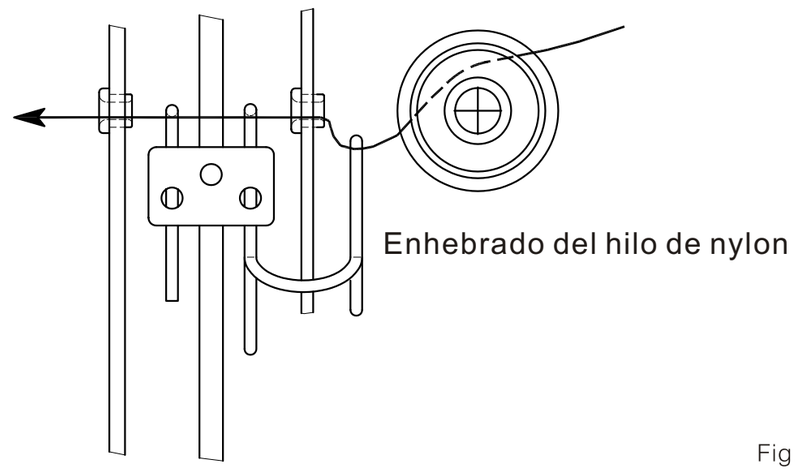
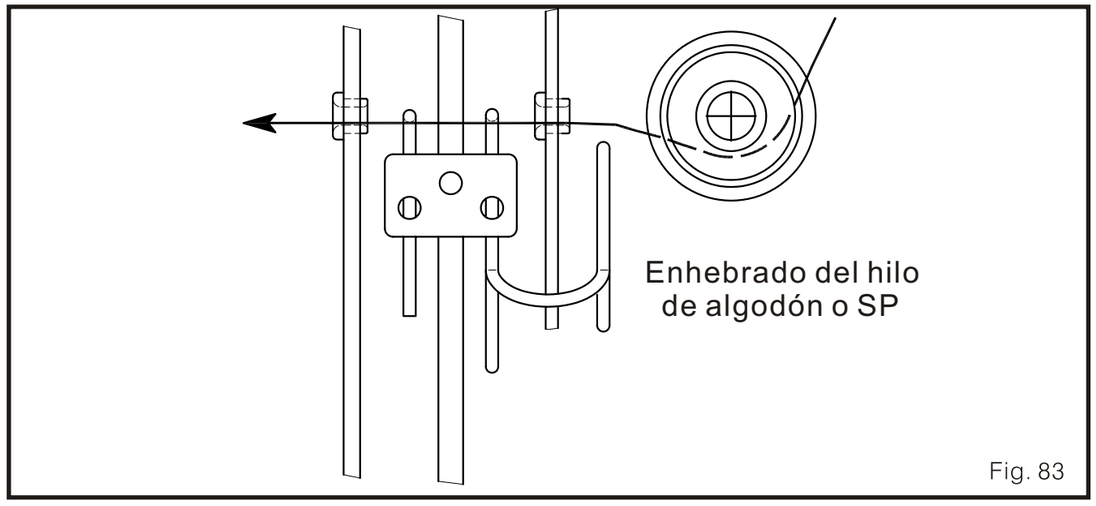

Fig. 82
Fig. 83
6. Si el hilo de la tela del bucleador es de algodón, SP o nylon. El enhebrado será como se indica en el siguiente cuadro (Fig. 82, Fig. 83)